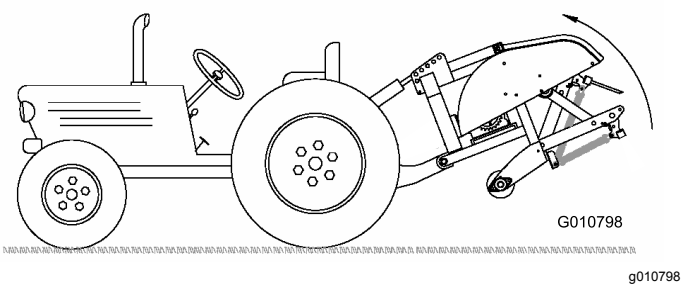

**Figur 11**
2. Höj upp luftaren så långt det går och dra in den hydrauliska topplänkens cylinder eller den övre länken (Figur 11).